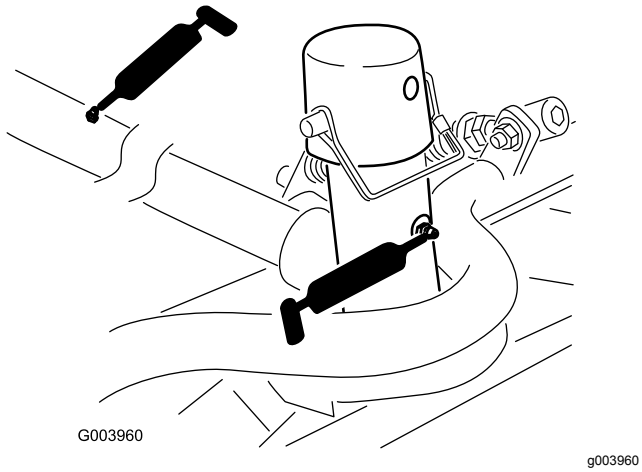

**Figur 66**
- Bæreramme og dreietapp for klippeenhet (2 hver) (Figur 66)